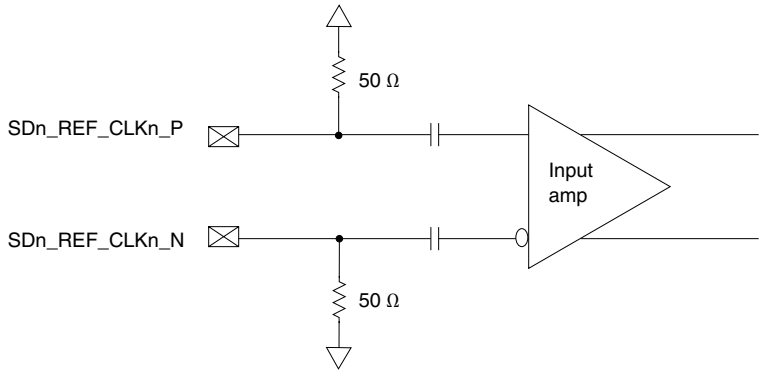

Figure 38. Receiver of SerDes reference clocks
- The SD*n*_REF_CLK*n*_P and SD*n*_REF_CLK*n*_N are internally AC-coupled differential inputs as shown in Figure 38. on page 126. Each differential clock input (SD*n*_REF_CLK*n*_P or SD*n*_REF_CLK*n*_N) has on-chip 50-Ω termination to SGND*n* followed by on-chip AC-coupling.